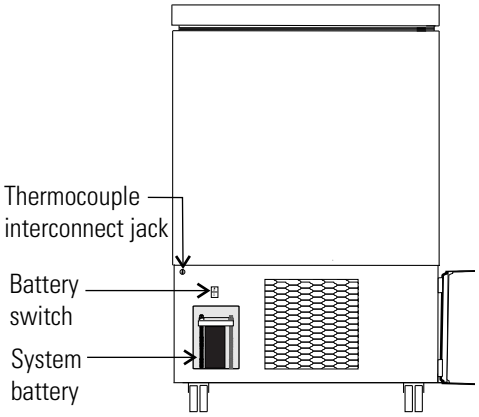

**Figure 5-2.** Battery and Switch location
2. Locate the battery power switch (Figure 5-2). Turn the battery power switch to the Off position (O).
3. Remove the two nuts securing the battery bracket. See Figure 5-2.